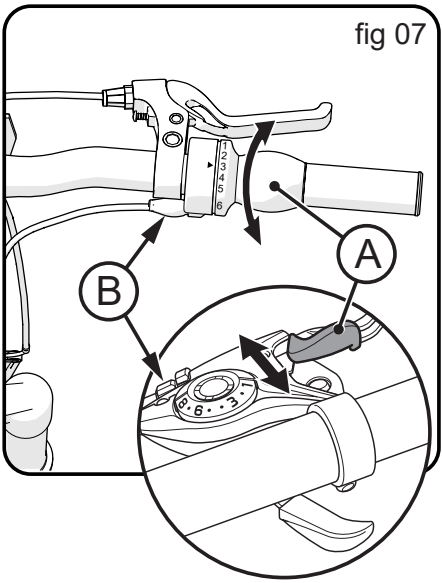

fig 07
- Sans tourner le pédalier, tourner la commande du dérailleur (A) d'un « cran » vers l'arrière ou d'un « cran » du levier de pouce (**fig. 07**).
- Tourner le barillet de réglage (B) vers l'EXTÉRIEUR juste ce qu'il faut pour que la chaîne saute exactement sur le deuxième pignon arrière sans frotter, sauter ni délai.